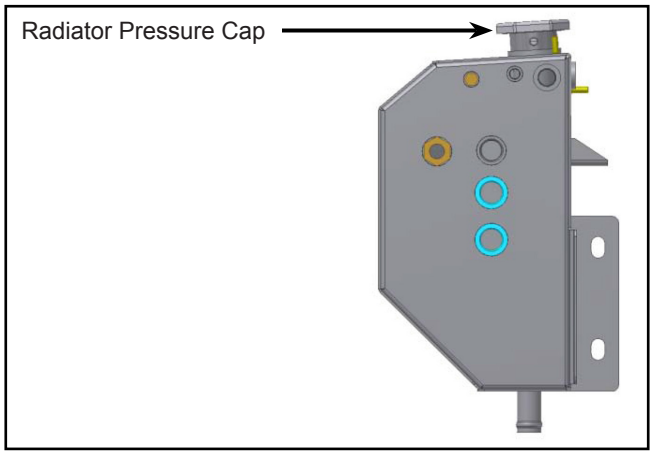

Figure 4 - Typical Location of Radiator Pressure Cap
1.7. Remove the radiator pressure cap to vent the cooling system (see Figure 4).